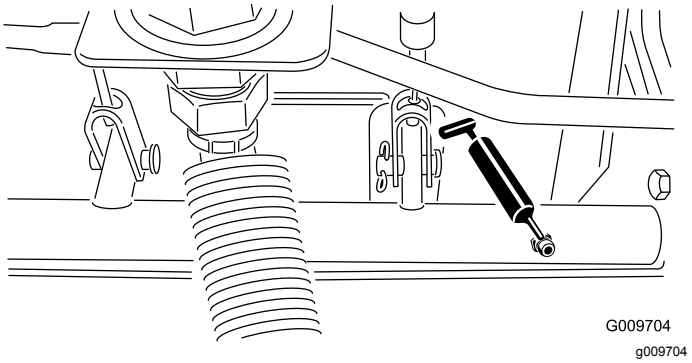

Figur 43
- Tapplagrene for bremseakselen (5) (Figur 43)